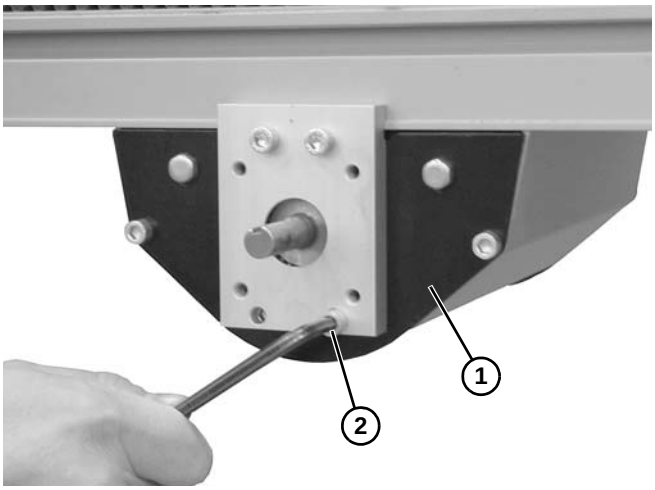

Abbildung 91
10. Untergurtantriebsbaugruppe **(Abbildung 91, Teil 1)** mit Schraube **(Abbildung 91, Teil 2)** auf jeder Seite der Baugruppe sichern. Schraube auf 7 Nm festziehen.